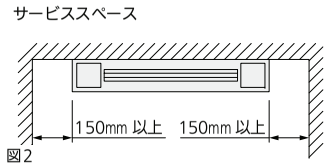

図 2
- サービス時の作業用スペースを考慮してください。（図 2）